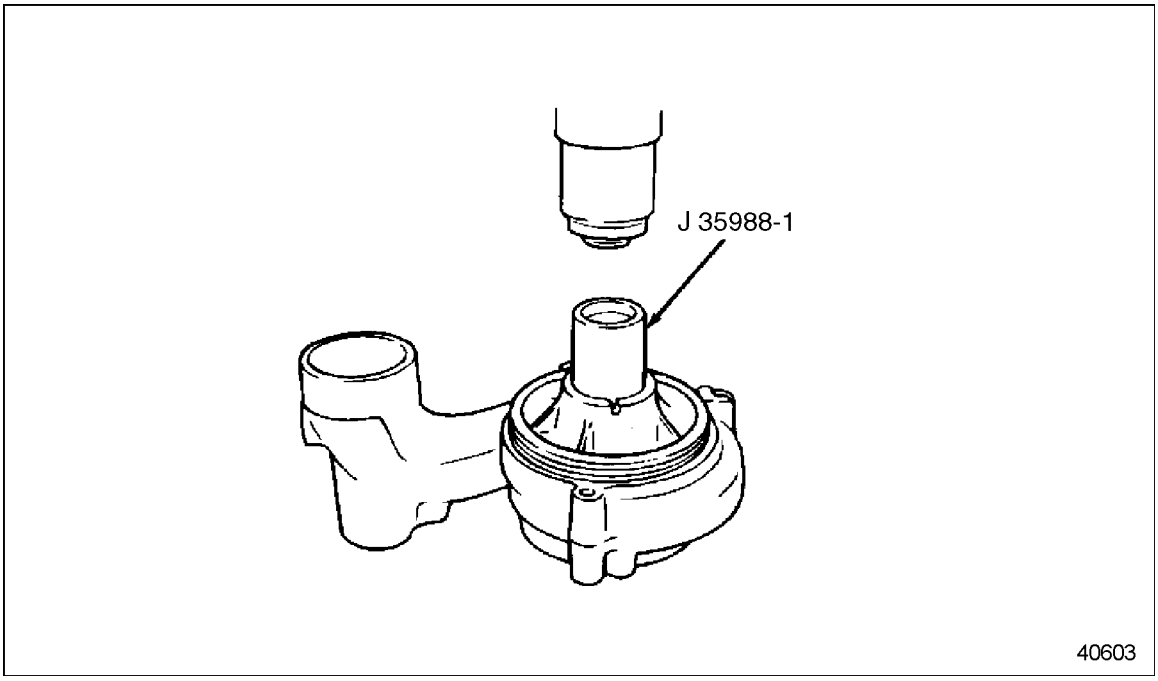

Figure 4-49 Oil Seal Installation (FM)
3. Place the small end of tool J 35988-1, part of tool set J 35988-D, into the water pump housing until it contacts the oil seal. See Figure 4-49.